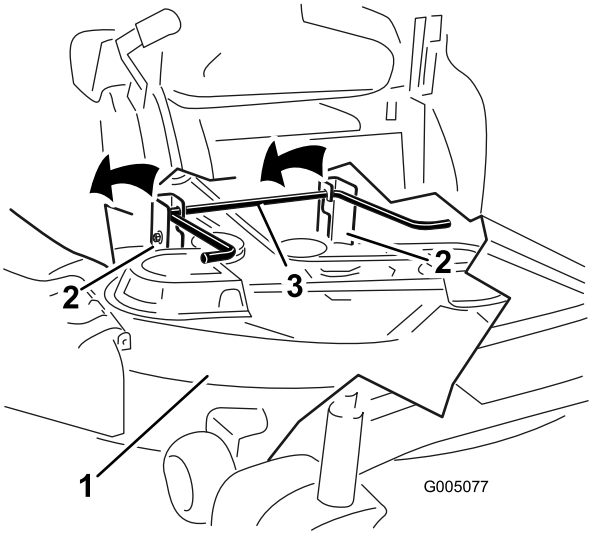

Figuur 68
5. Hef het maaidek en de ophangbeugels op van de achterste hefstang en laat het maaidek voorzichtig neer op de grond (Figuur 68).
5. Hef de achterkant van het maaidek op en leid de ophangbeugels over de achterste hefstang (Figuur 68).